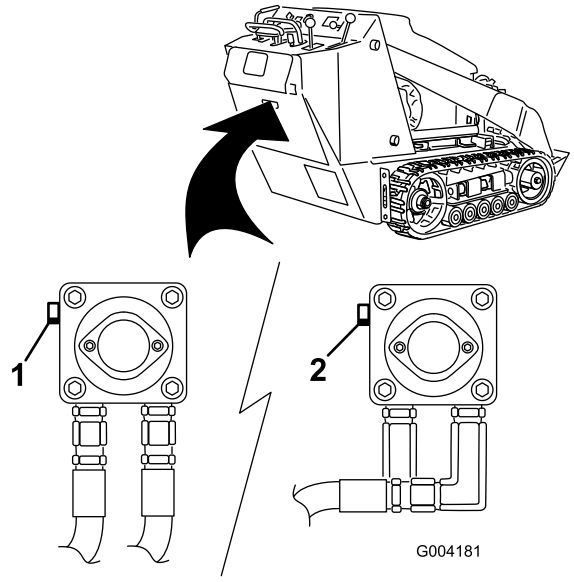

**Figur 23**
3. Använd en skruvnyckel och vrid bogserventilerna på hydraulpumparna två varv motsols (Figur 23).